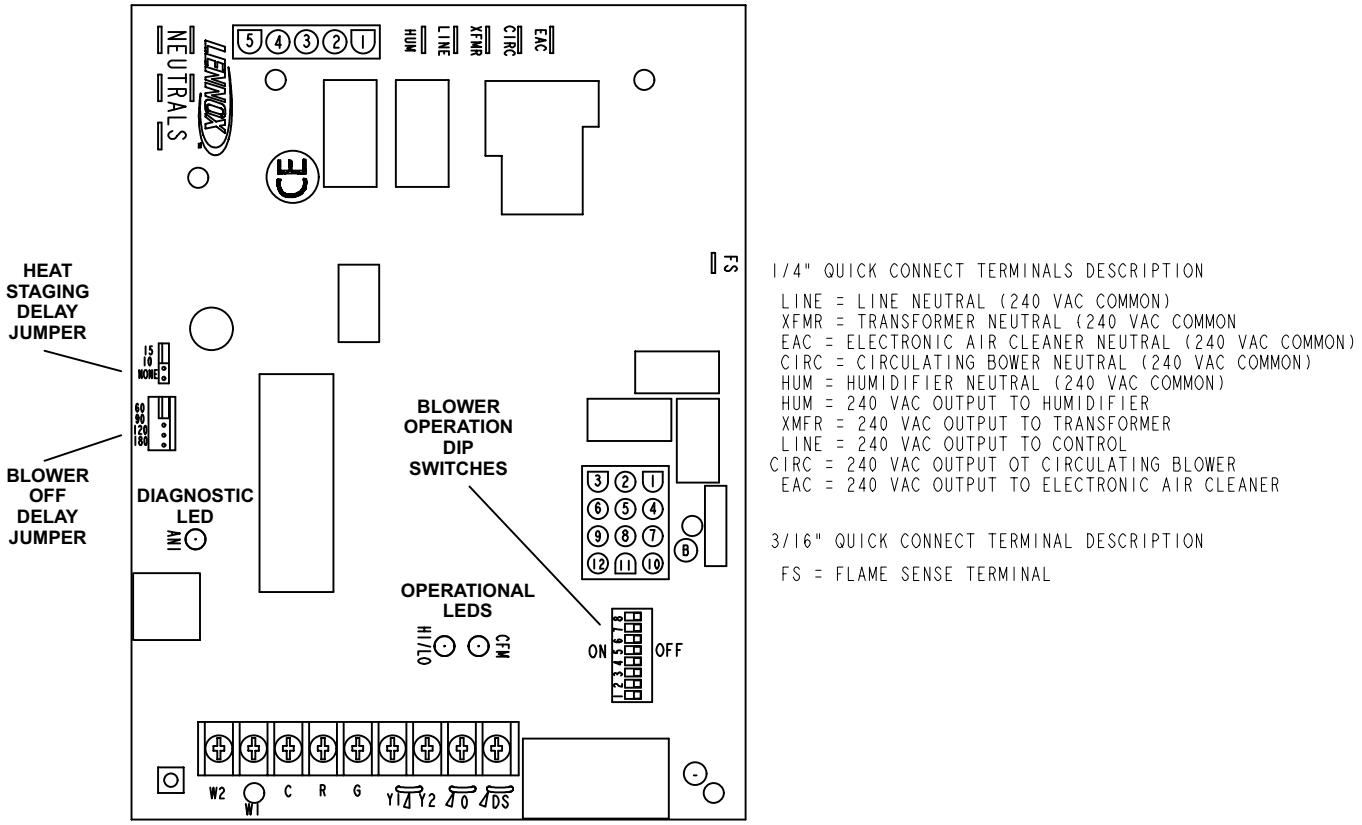

FIGURE 4
All units are equipped with the Lennox two-stage, variable speed integrated control board. The system consists of a ignition / blower control board (figure 4) with control pin designations in tables 1, 2 and 3 and ignitor (figure 11). The board and ignitor work in combination to ensure furnace ignition and ignitor durability. The integrated board controls all major furnace operations. The board features a red LED light, for furnace status and troubleshooting. Table 4 shows codes for control 101018-01 and table 5 shows codes for control 101018-02. The LED flashes in "X" + "Y" codes. For example using table 4 under "PRESSURE SWITCH CODES", if the red LED flashes 2 times, then off for 2 seconds then flashes 3 times, the low pressure switch is failed open. 2 green LEDs show indoor blower status and CFM. The board also has two accessory terminals rated at (1) one amp each.
The control can be utilized in two modes: SINGLE-STAGE thermostat or TWO-STAGE thermostat. The thermostat selection is made using the heat staging jumper (figure 4) and must be positioned for the particular application. The jumper is factory set in the NONE position for use with a two-stage thermostat. For use with a single-stage thermostat the heat staging jumper may be re-positioned to either a 10 minute delay or 15 minute delay before second stage is initiated.